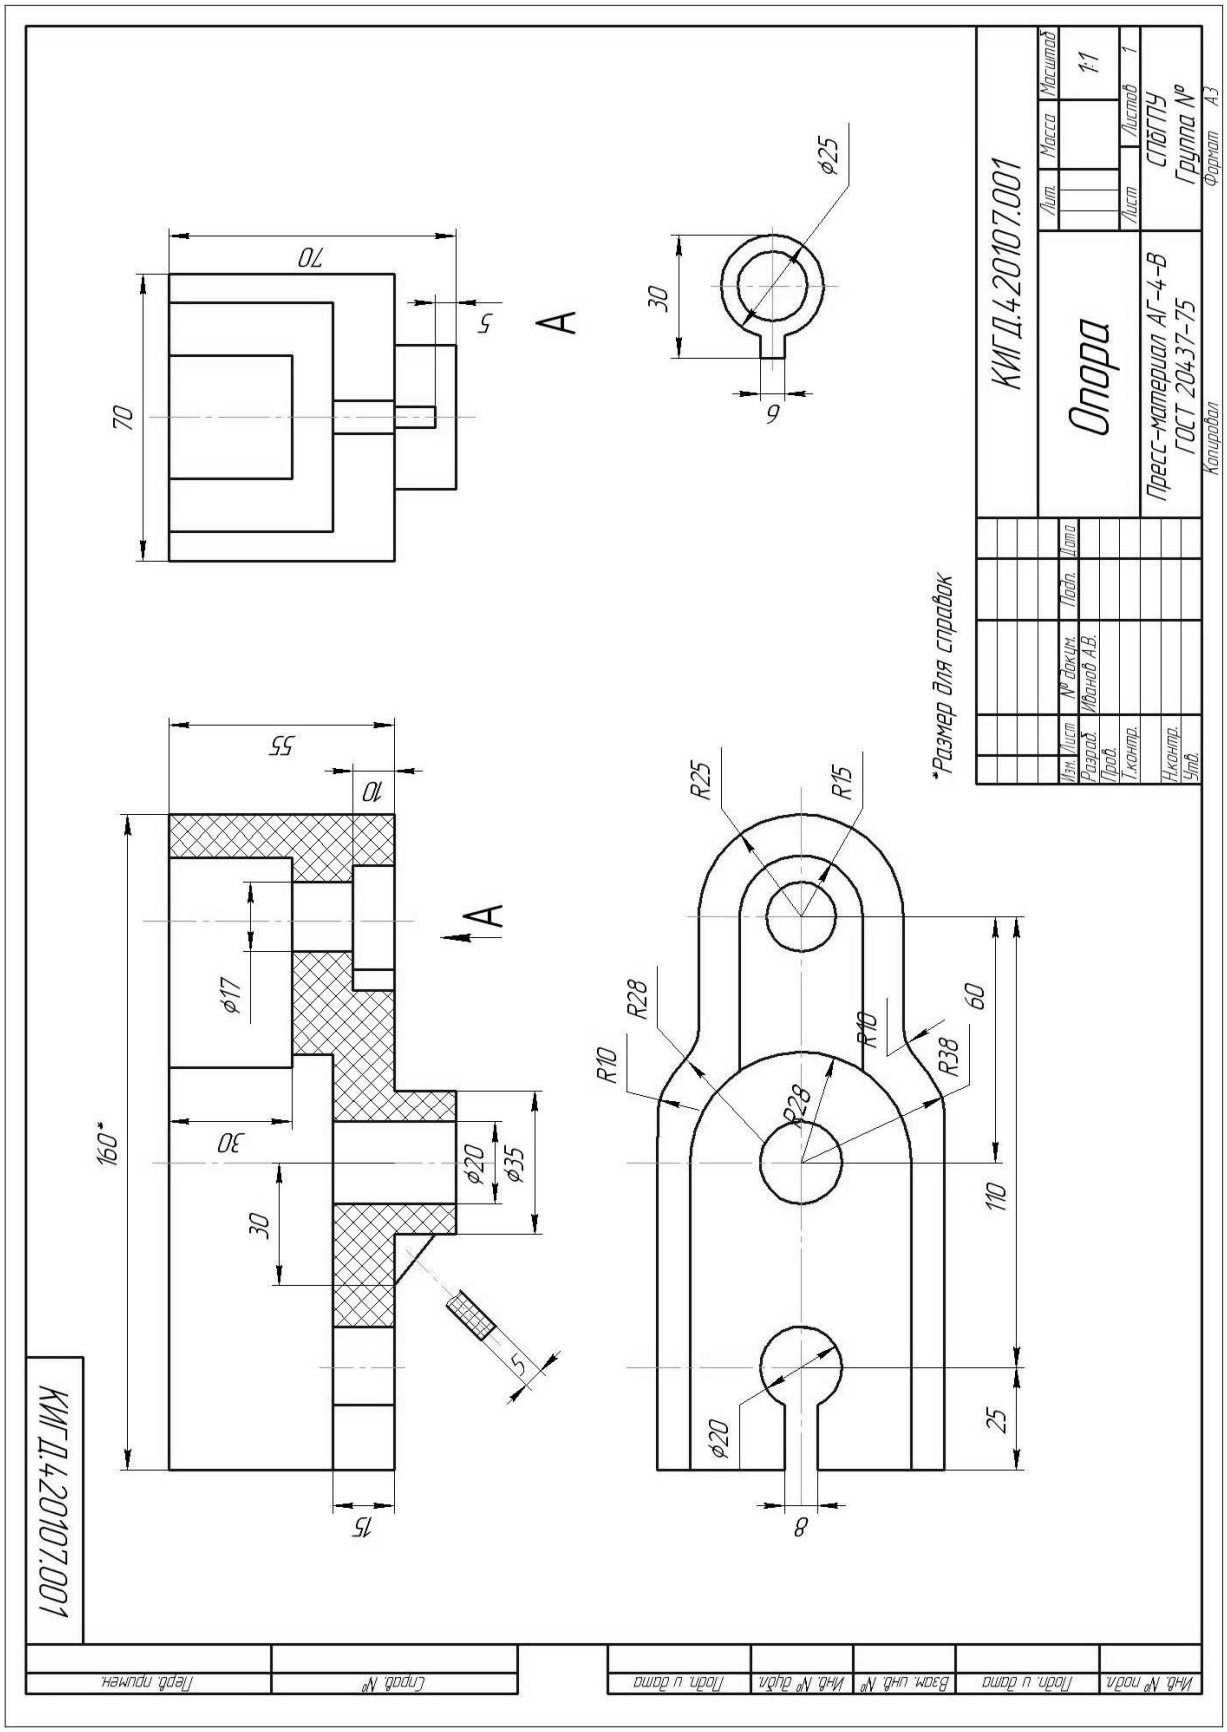

Рис.1.4
2. Выполняем фронтальный разрез на месте главного вида. Процесс мысленного образования разреза ясно показан на рис.1.4.
Образец выполнения задания представлен на рис.1.4